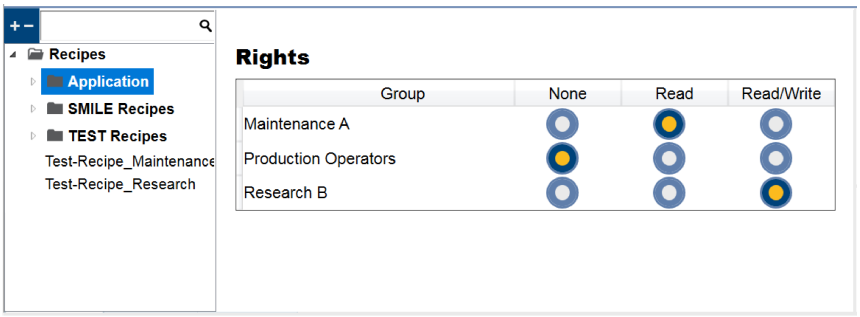

Fig. 3 - 1: Group Rights: Example
- The group ***Production Operators*** has *"None"* rights for the recipe folders **Application, SMILE Recipes** and **Test Recipes**. (listed in the example Fig. 3 - 1). Therefore the group and its members cannot see these folders.